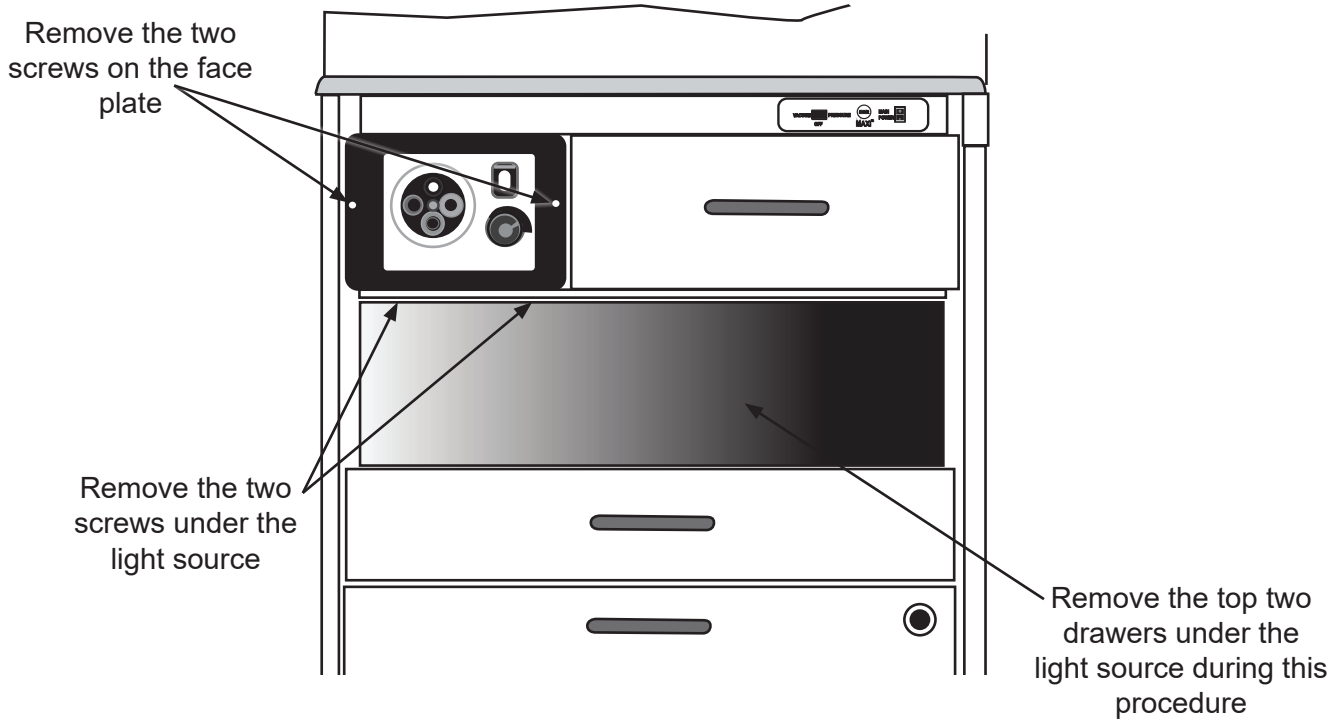

Figure 5-4. Replacing the S 740200LED Light Source Fuse
3. Reach behind the light source and remove the power cord from the back of the light source. **See Figure 5-4**.